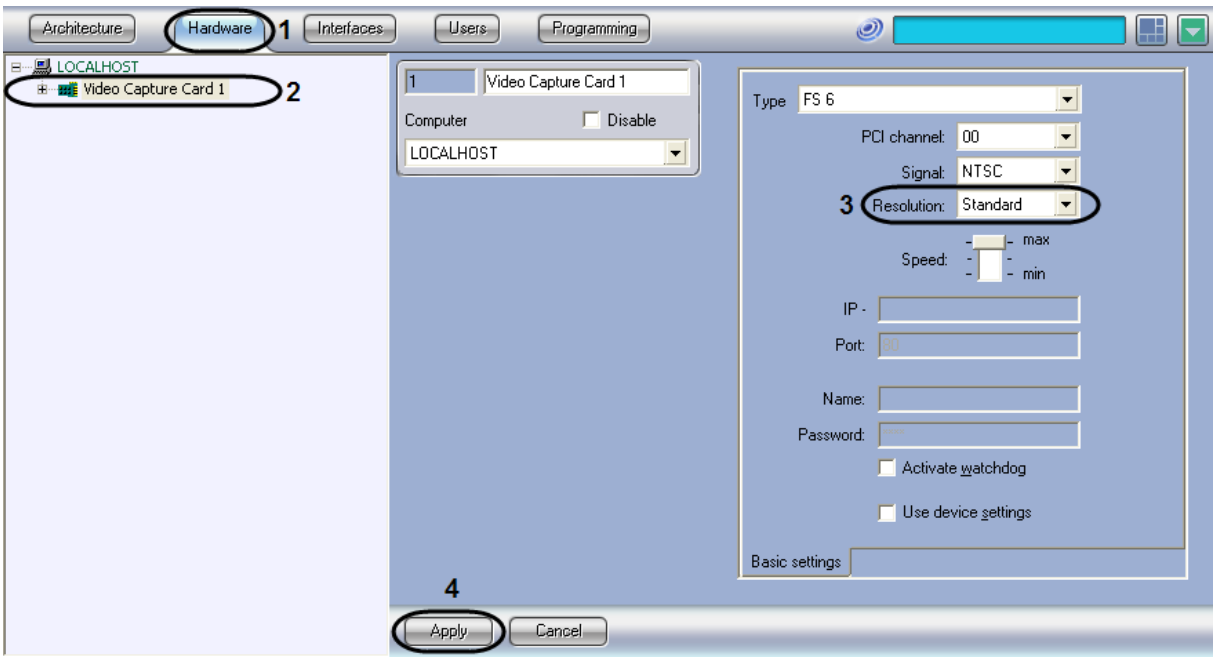

Figure 8.4-2 Resolution settings
1. Go to the “Hardware” tab in the “System settings” dialog box (Figure 8.4-2, 1).
2. In the objects tree of the “Hardware” tab, select the “Video Capture Card” object, created before (Figure 8.4-2, 2).The settings panel for the selected object is displayed on the right of the “Hardware” tab.
3. In the “Resolution” drop-down list, select the desired resolution (Figure 8.4-2, 3).
4. Click the “Apply” button (Figure 8.4-2, 4).